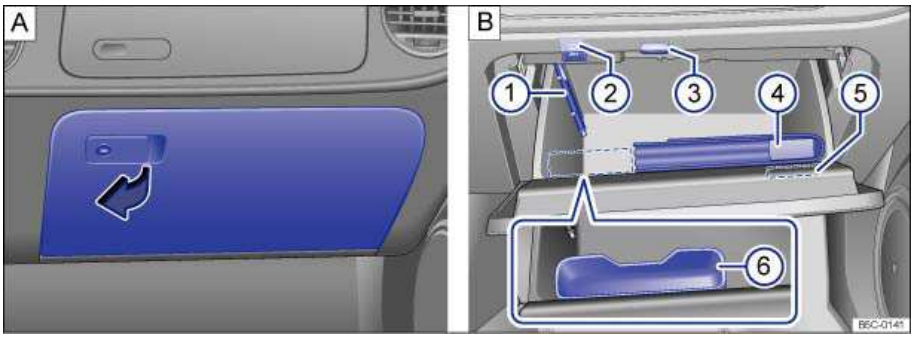

Fig. 107 A: On the passenger side: Lower glove compartment. B: Open glove compartment.
Key to fig. 107 **B**:
The lower glove compartment is designed to hold the Owner's Manual ⇒ fig. 107 **B** (4).
The Tire Pressure Monitoring System (TPMS) SET button is also located in the glove compartment ⇒fig. 107 **B** (2).
Depending on equipment, there may be a jack for the factory-installed Media Device Interface (MDI)/(MEDIA-IN) ⇒fig. 107 **B** (3) in the glove compartment.
There are holders for a pen and a notepad in the lower glove compartment lid ⇒fig. 107 **B** (1) and (5).
Depending on equipment, there may be a holder for multimedia devices or a holder for eyeglasses ⇒fig. 107 **B** (6) in the glove compartment.